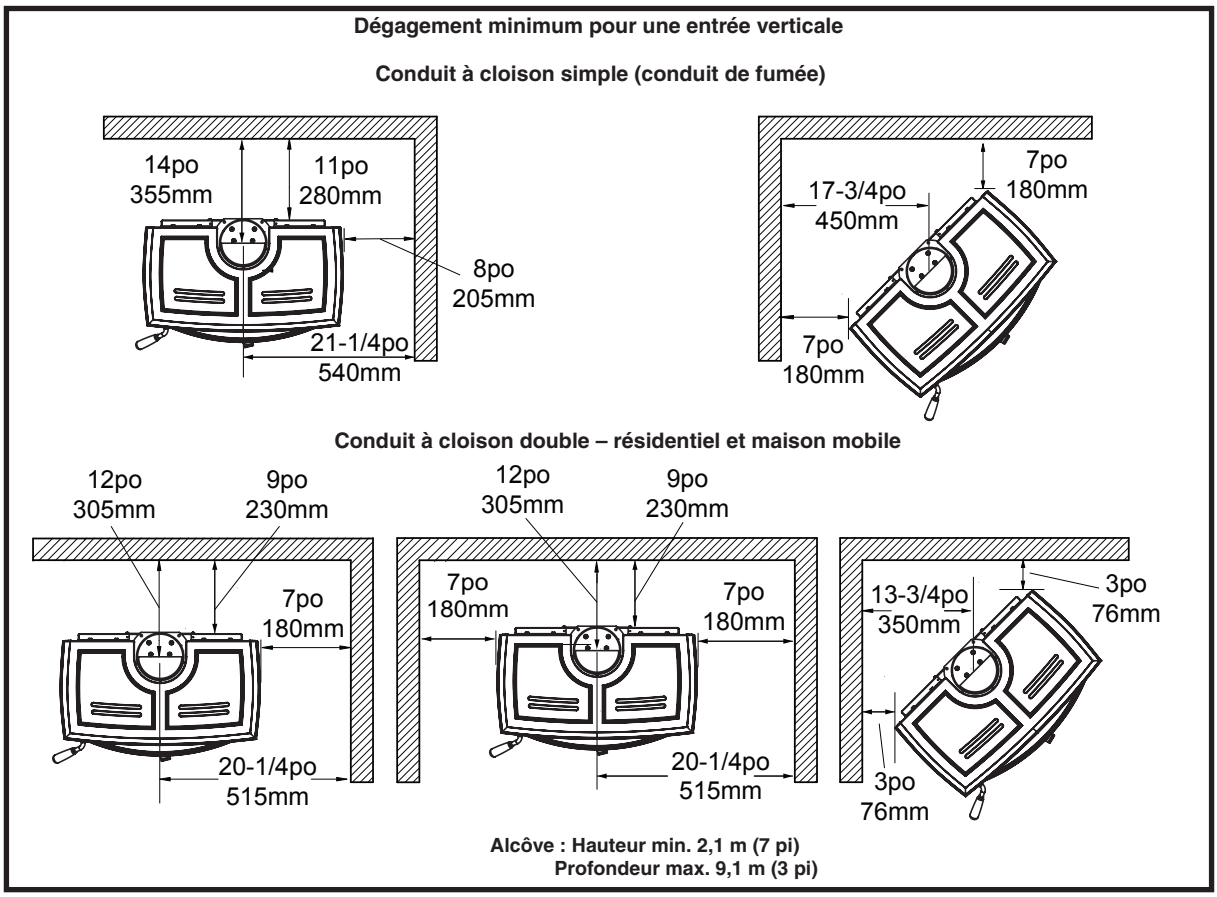

Figure 9: Dégagement du conduit vertical du Alt 1.2.
1. Les dégagements des surfaces et matériaux combustibles sont indiqués à la Figure 9 pour un évent à cloison simple. Les dégagements peuvent être réduits lorsque différents matériaux d'isolation à la chaleur sont utilisés. Consulter le code des incendies local ou les autorités pour obtenir l'approbation.
2. Pour des dégagements plus courts, utiliser un évent à cloison double (Figure 9).
Ce poêle doit être installé avec un conduit d'évent à cloison double qui figure sur la liste et un système de cheminée compatible. Les dégagements des surfaces et matériaux combustibles sont indiqués à la Figure 9. Consulter le code des incendies local ou les autorités pour obtenir l'approbation.